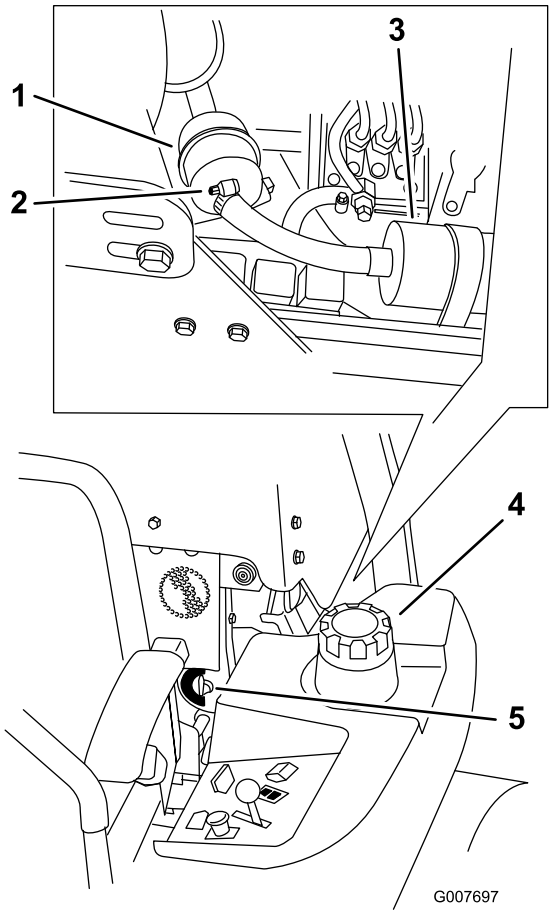

Figur 47
4. Stäng bränslekranen(Figur 47).
5. Lossa de två slangklämmorna och koppla loss bränsleslangarna från bränslefiltret (Figur 47).
6. Montera ett nytt filter. Koppla bränsleslangarna till bränslefiltret och montera de två slangklämmorna (Figur 47).